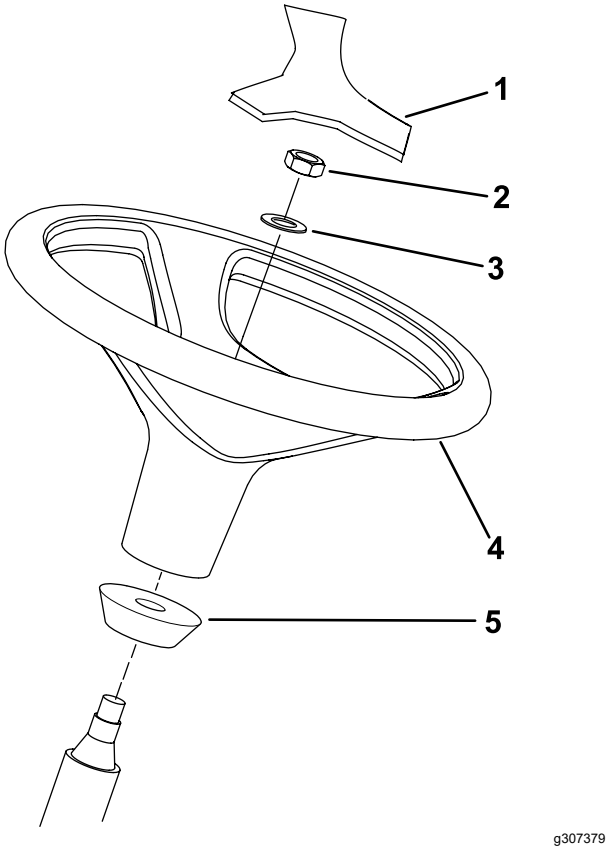

Bild 13
1. Nehmen Sie das Lenkrad von der Versandpalette ab (Bild 13).
Hinweis: Stellen Sie sicher, dass der Schaumkragen auf der Lenkwelle verbleibt (Bild 13).
3. Ziehen Sie das Lenkrad und die Scheibe auf die Lenkwelle auf (Bild 13).
5. Befestigen Sie die Abdeckung am Lenkrad (Bild 13).